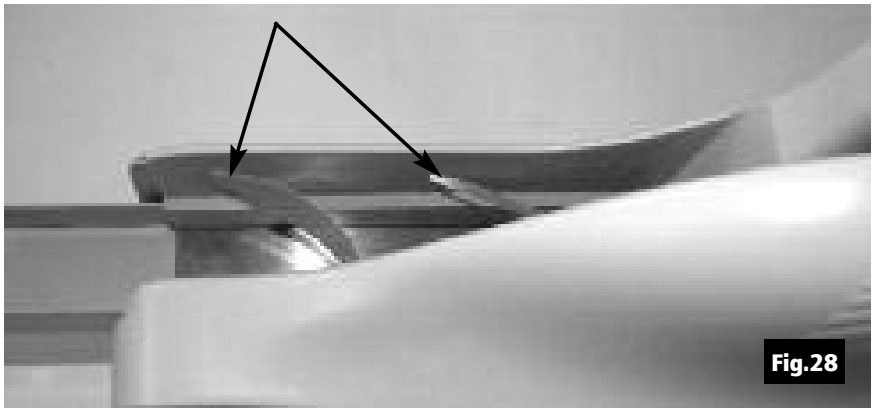

Fig.28
d. Check the exit pocket to ensure that the two plastic springs are aligned properly as shown in Fig.28.